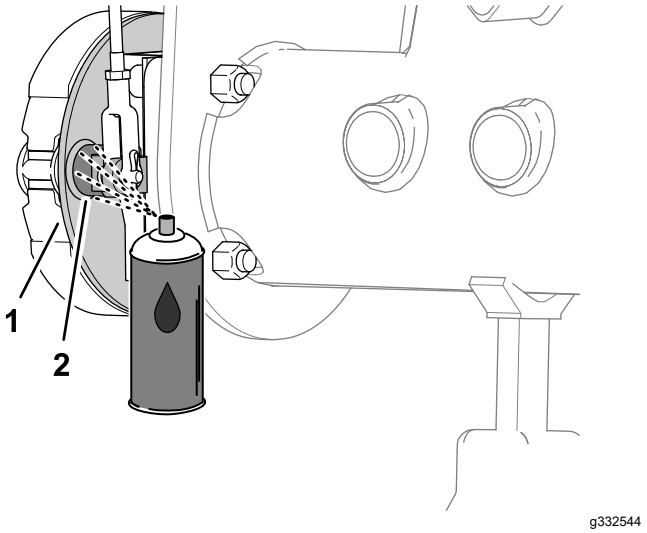
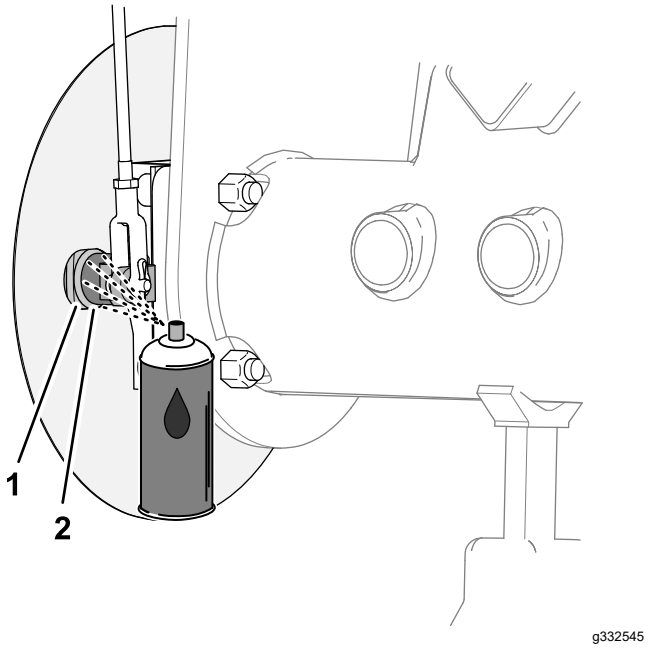

**Figur 68**
**Figur 69**
1. Spruta penetrerande olja mellan bromskamaxeln och fästplåten på insidan av bromsfästplåten (maskiner utan det valbara fälggrässkyddet) eller på insidan av hjulskyddet (maskiner med det valbara fälggrässkyddet) (Figur 68 eller Figur 69).